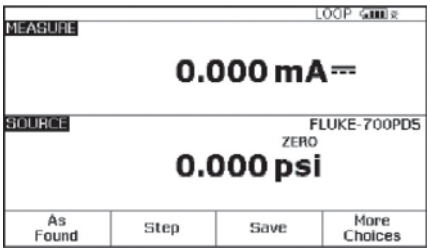

图 23.
7. 接着按一次“MEAS/ SOURCE”(测量/输出)按钮，将处于分屏模式(图23)。